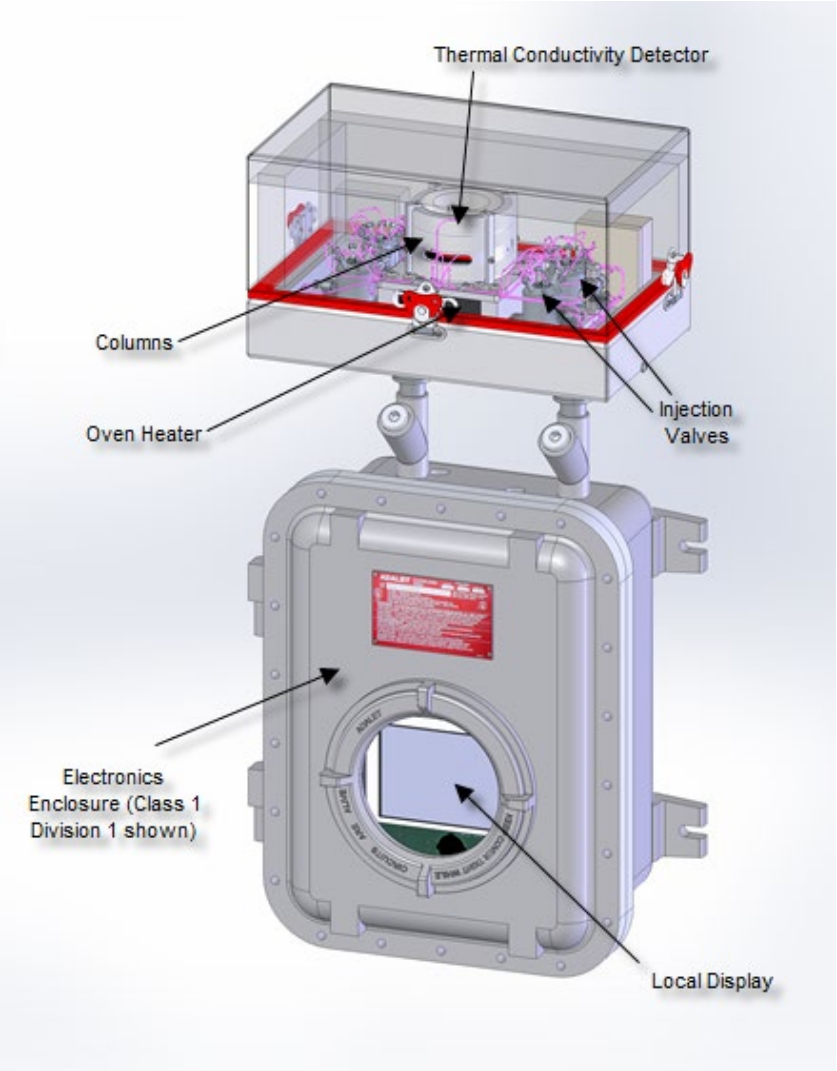

Figure 2-1: Main Components of the Accuchrome Gas Chromatograph Class I Div 1
The standard AccuChrome (Figure 2-1) consists of two compartments. The upper compartment is referred to as the 'chromatograph oven', and houses the components involved in the chromatograph analysis process. The diaphragm valves (6-port valve and 10 port valve), the chromatographic column(s), and the thermal conductivity detector (TCD) are described further in Section 2.2. A heater maintains a constant temperature within the oven, which is critical for proper separation of the sample gasses and the stability of the detector. The lower compartment houses the control electronics.
The electronics enclosure houses the controller board, the I/O board and the display. Class I Division 1 models also have 2 intrinsic safety (IS) barrier boards. Figure 2-1 shows the Class I Division 2 model AccuChrome oven and electronics enclosure.